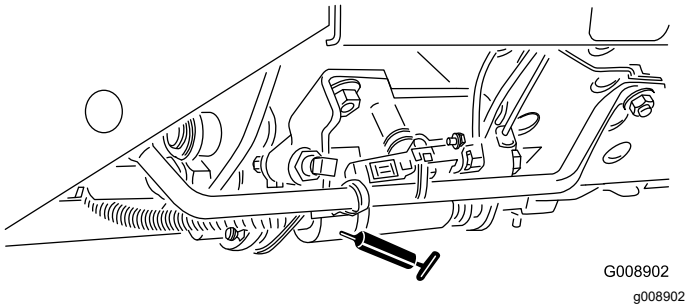

Figuur 46
- Schuif voor maaien/transport (Figuur 46)